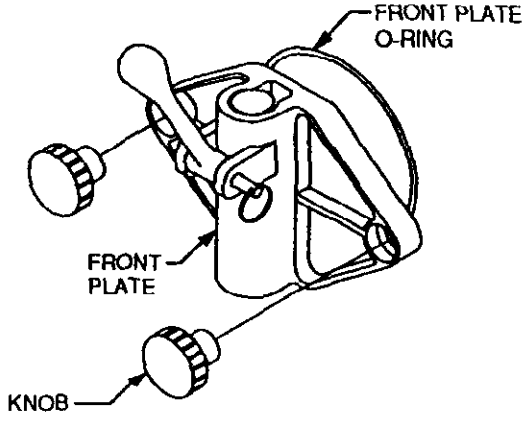

FIGURE 5
6. Remove front plate and front plate o-ring by loosening and removing black plastic knobs. (See Figure 5)